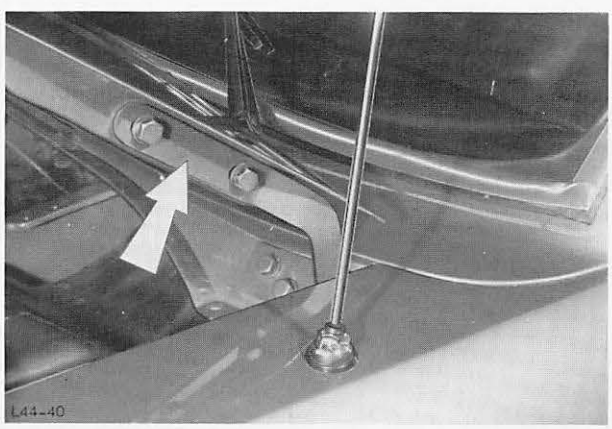

Abb. 35 Befestigung Motorhaube
3. Motorhaube abbauen (4 Schrauben), Abb. 35. Um Lackschäden an Windlauf und Kotflügeln zu vermeiden Kotflügelschoner benutzen.